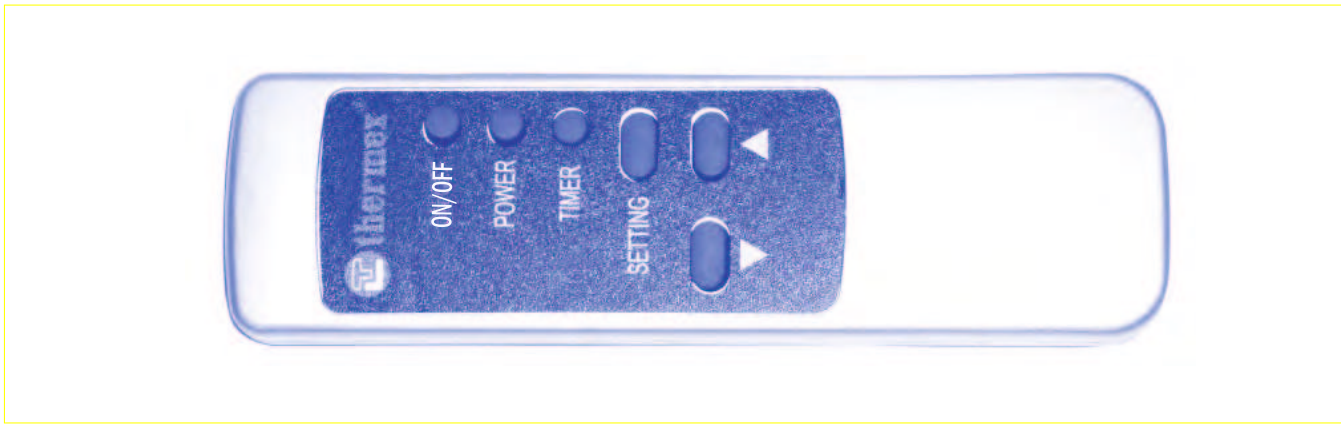

Рис. 7. Пульт дистанционного управления
7.3.6. Пульт дистанционного управления (Рис. 7)